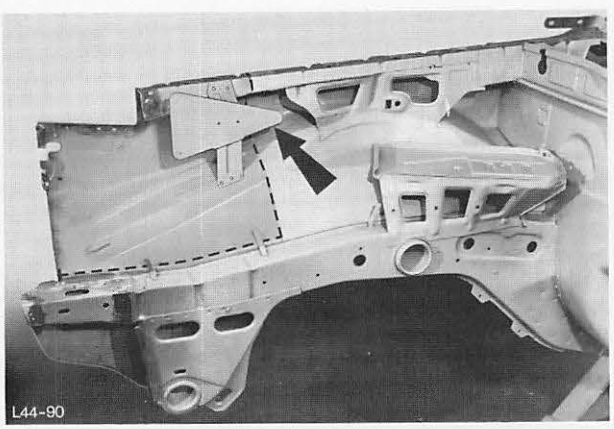

Abb. 86 Trennlinie für Stehblech – Teileinsatz
1. Halter Wasserbehälter – Waschanlage (falls erforderlich) abbauen, Abb. 86.